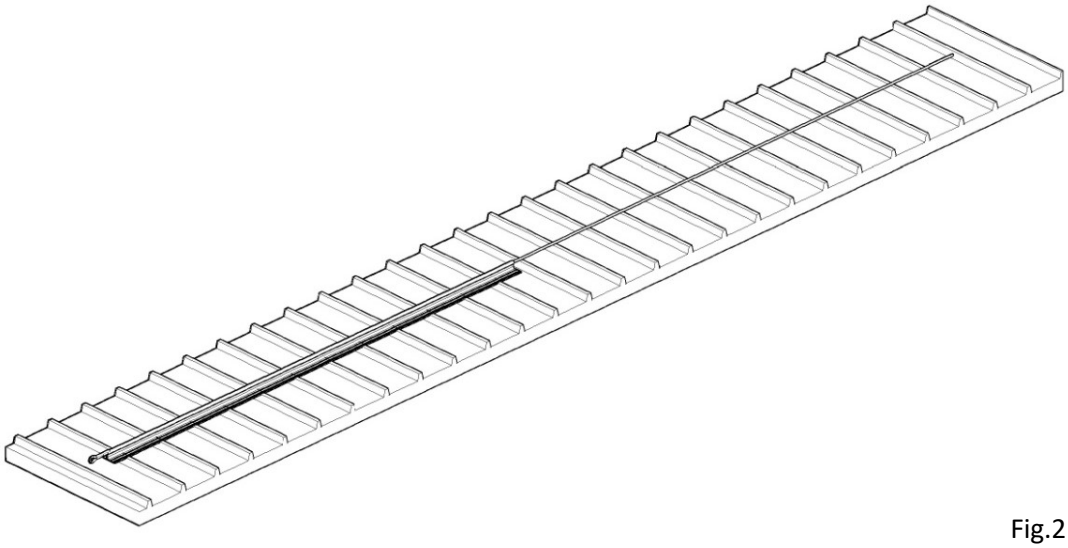

Fig.2
- Provvedere ad infilare la fune nel primo modulo a partire dall'estremità di partenza stendendola per tutta la sua lunghezza (fig.2); durante l'inserimento accertarsi che la fune ruoti sempre in senso antiorario (in accordo con il verso di avvolgimento del trefolo) in modo da prevenire possibili sfilacciamenti del capo che potrebbero limitare o bloccare lo scorrimento.